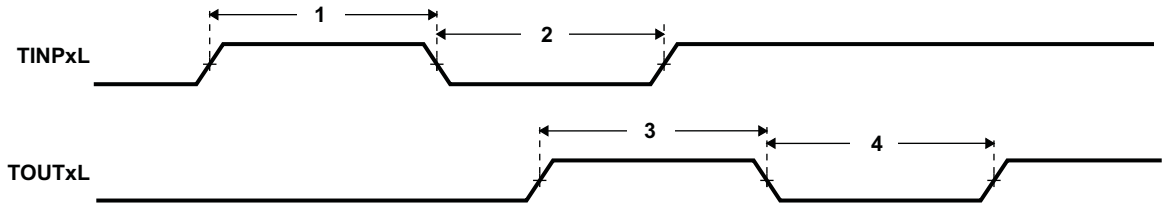

Figure 6-43. Timer Timing
Table 6-72. Timing Requirements for Timer Input(1) (2) (3) (see Figure 6-43)
Table 6-73. Switching Characteristics Over Recommended Operating Conditions for Timer Output(1) (see Figure 6-43)